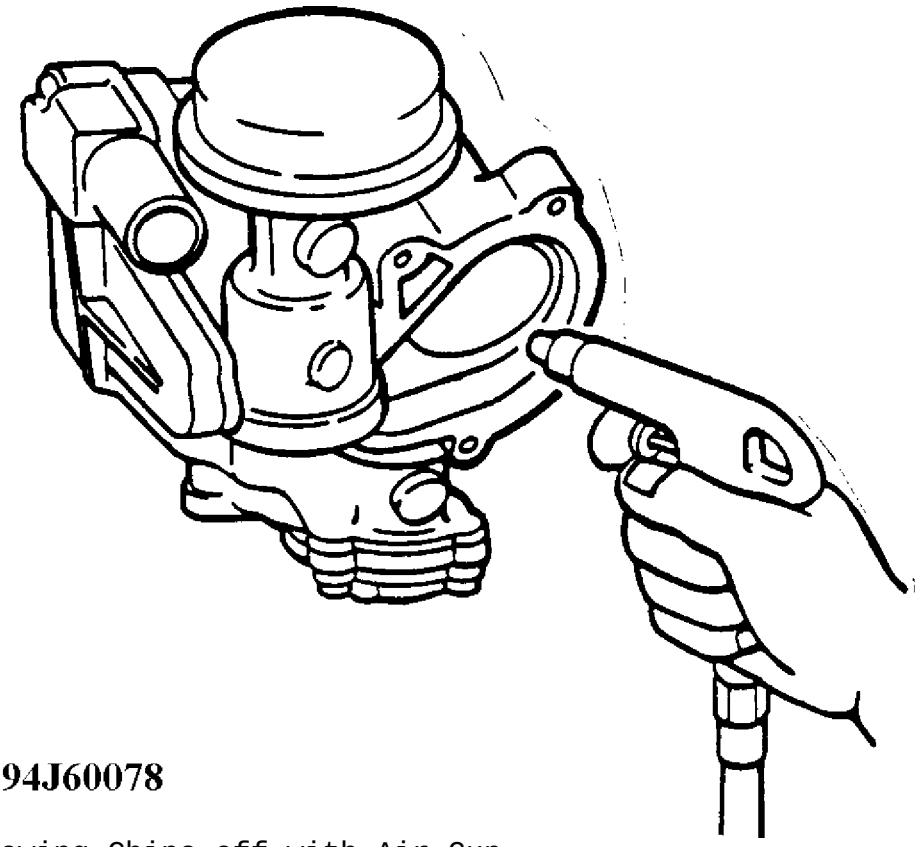

Fig. 12: Blowing Chips off with Air Gun
8. Blow the chips off with an air gun. See Fig. 12